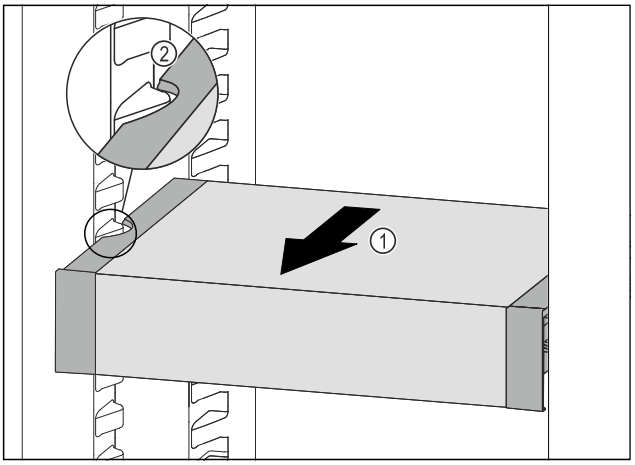

Fig. 215
▶ VarioSafe naar voren trekken *Fig. 215 (1)*, tot de uitsparingen aan de zijkant van de VarioSafe zich ter hoogte van de rib in het koelgedeelte bevinden. *Fig. 215 (2)*